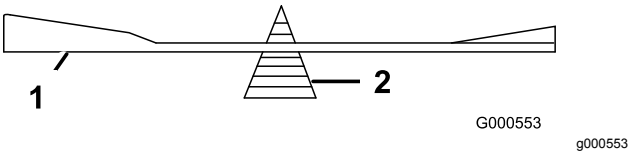

**Figure 68**
2. Vérifiez l'équilibre de la lame en la plaçant sur un équilibreur (Figure 68).